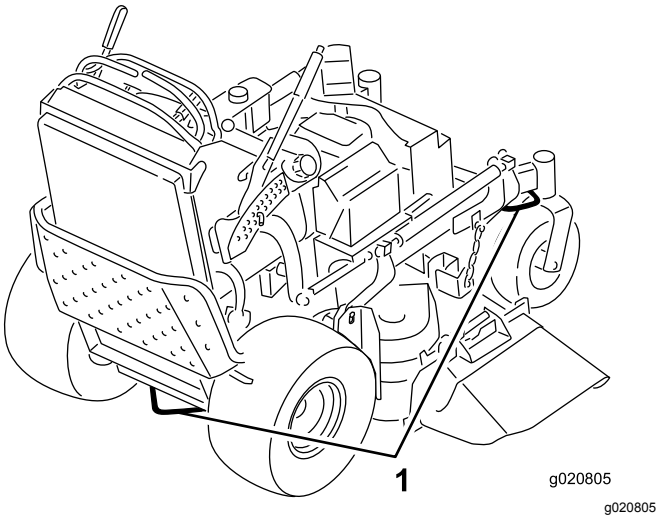

Figur 25
6. Brug metalstropperne på maskinen til at fastgøre maskinen til anhængeren eller lastbilen med stropper, kæder, kabler eller reb (Figur 25).